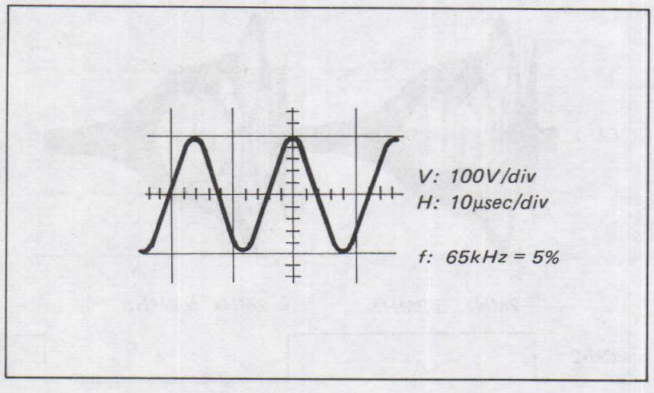

Fig. 5-49. DUB bias oscillator adjustment
(1) Apply zero signal (zero the audio oscillator's output with maximum attenuation).
(2) Load a cassette tape and set up the DUB mode of L and R.
(3) Connecting a micro-inductor of approximately 33mH to a frequency counter, bring this close to TP505 (the shielded transformer of the oscillator circuit) (See Fig. 5-49.).
(4) Adjust LV503 so that the oscillation frequency is 65kHz ± 5%.